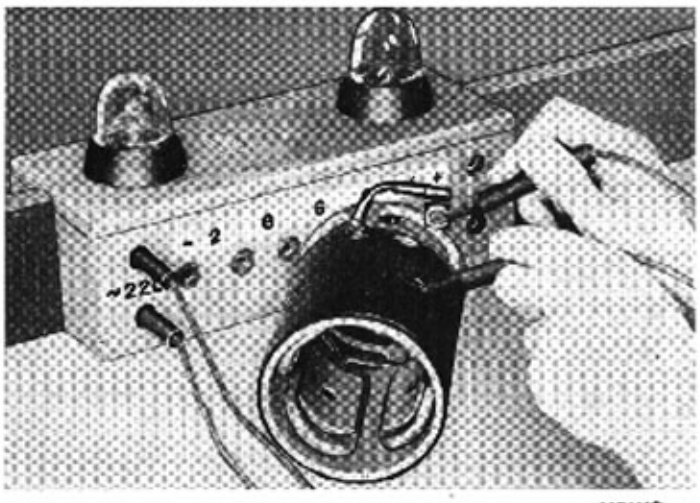

Bild 33-14. Provning av fältlindning
2. Prova om någon överbelastning finns mellan magnetlindning och startmotorhus genom att ansluta två kontaktspetsar till hus och magnetlindning enligt bild 33-14. Provningen bör ske med 40 V växelström och med en 40 W provlampa. Se till att elborstarna inte ligger emot huset. Lyser lampan är lindningen eller genomföringen i huset skadad. Lossa genomföringen och prova på nytt. Lyser lampan fortfarande är således magnetlindningen stomansluten. Lindningen måste då demonteras.